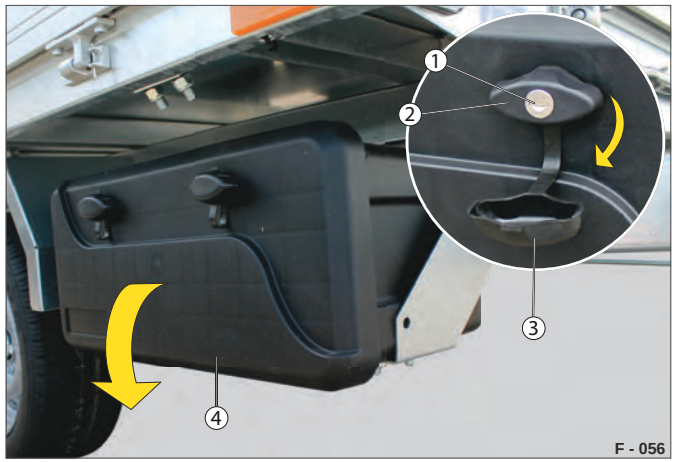

Fig. 81 Betjening af værktøjskasse
▶ Klap afdækningen (Fig. 81 /3) over låsecylinderen (Fig. 81 /1) ned.
▶ Lås om nødvendigt lukkeanordningerne (Fig. 81 /2) op med nøglen.
▶ Klap låget (Fig. 81 /4) ned.
▶ Klap afdækningerne (Fig. 81 /3) i.